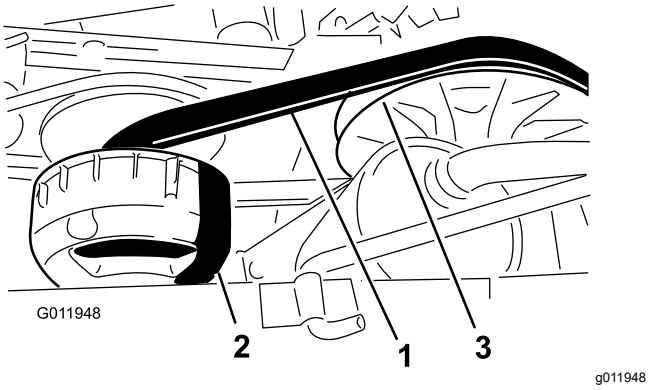

Figur 70
4. Drej og efterse remmen (Figur 70) for tegn på overdreven slid eller skader.
3. Drej remmen, og før den over den sekundære kobling (Figur 70).
4. Fjern remmen fra den primære kobling (Figur 70).
5. Placer den nye rem over den primære kobling (Figur 70).
6. Drej remmen, og før den over den sekundære kobling (Figur 70).